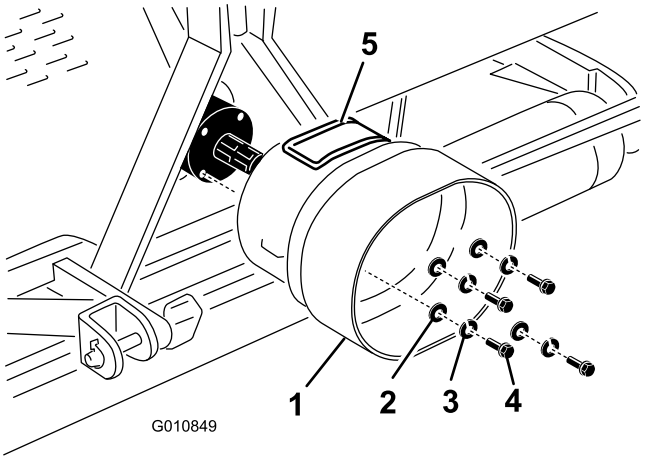

Figur 16
1. Ta bort de 4 bultarna, låsbrickorna och planbrickorna som är fästa på baksidan av luftarens växellåda (Figur 16).
2. Montera kraftuttagsskyddet på luftarens växellåda med fästelementen som du tog bort tidigare (Figur 16). När du monterar kraftuttagsskyddet ska du se till att åtkomstpanelen (Figur 16) är placerad upptill eller på sidan beroende på luftarens ramkonfiguration.
Obs: Du kan öppna åtkomstpanelen (Figur 16) så blir det lättare att ta bort och sätta dit fästelementen för kraftuttagsaxeln.